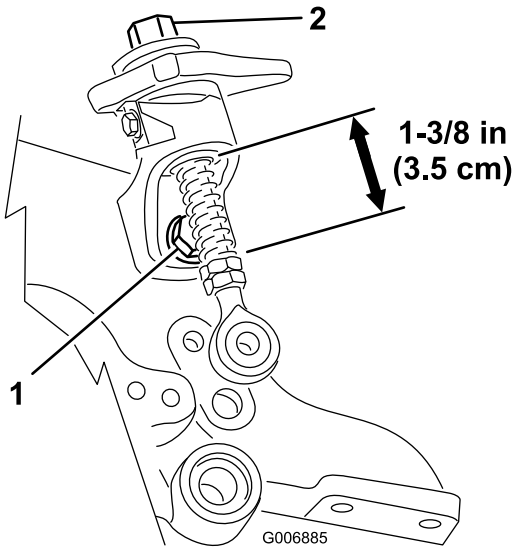

Bild 45
2. Lösen Sie die Express-Hubbefestigungsschraube und stellen Sie sicher, dass die Gewindestange ausgerichtet ist und nicht an der unteren Express-Hubrampe anschlägt (Bild 45). Ziehen Sie die Schrauben wieder an.
3. Prüfen Sie die Länge der Express-Hubfedern an den Gewindestangen. Die Länge sollte 3,5 cm betragen (Bild 45).
4. Wenn sich das Handrad zur Höheneinstellung nicht ungehindert dreht, ist die Büchse möglicherweise schmutzig (Bild 45). Reinigen Sie ggf. die Büchse.